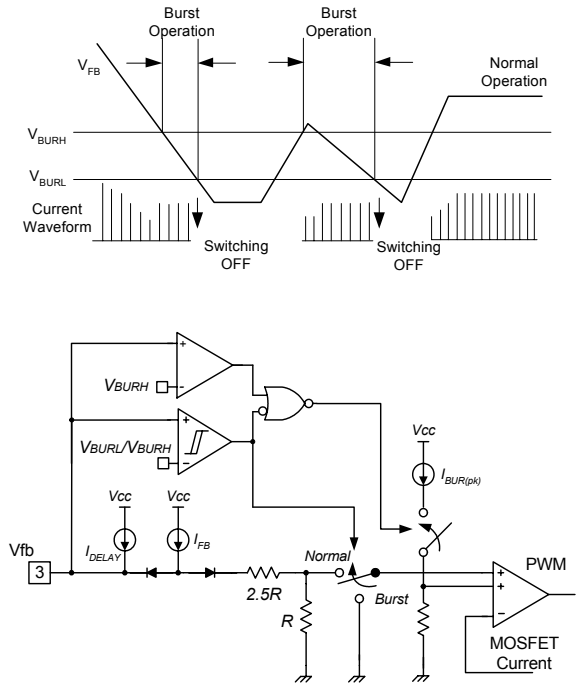

Figure 9. Burst Operation Function
6. Burst Operation : In order to minimize power dissipation in standby mode, the FPS enters burst mode operation. As the load decreases, the feedback voltage decreases. As shown in Figure 9, the device automatically enters burst mode when the feedback voltage drops below V_{BURH}(500mV). Switching still continues but the current limit is set to a fixed limit internally to minimize flux density in the transformer. The fixed current limit is larger than that defined by V_{FB} = V_{BURH} and therefore, V_{FB} is driven down further. Switching continues until the feedback voltage drops below V_{BURL}(350mV). At this point switching stops and the output voltages start to drop at a rate dependent on the standby current load. This causes the feedback voltage to rise. Once it passes V_{BURH}(500mV), switching resumes. The feedback voltage then falls and the process repeats. Burst mode operation alternately enables and disables switching of the power Sense FET thereby reducing switching loss in Standby mode.